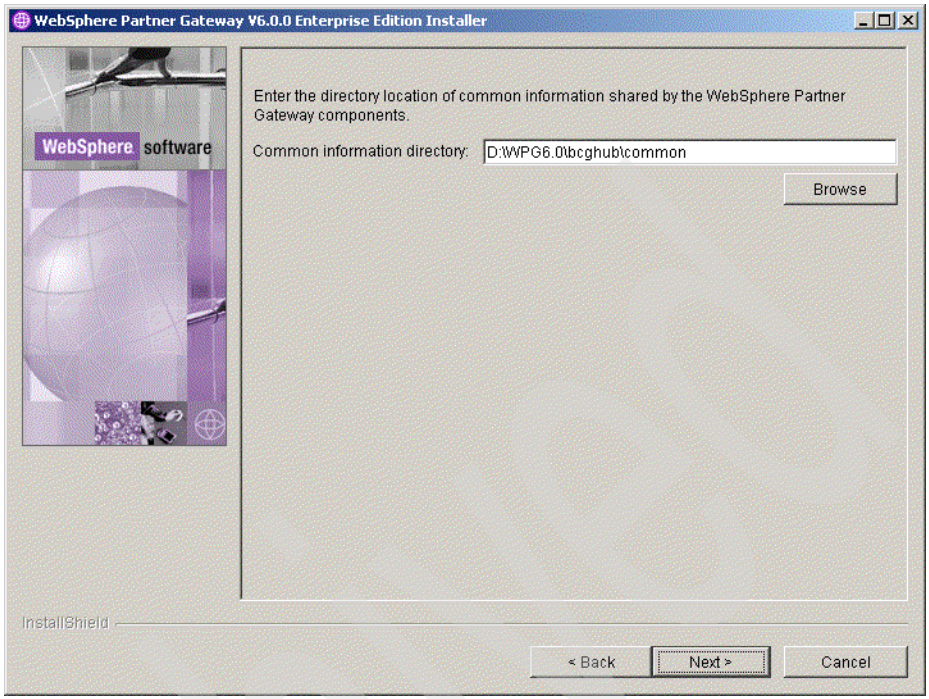

Figure 5-36 Common files directory
13. Enter the directory location for the Common folder. We chose `D:\WPG6.0\bcghub\common` in Figure 5-36 on page 96.